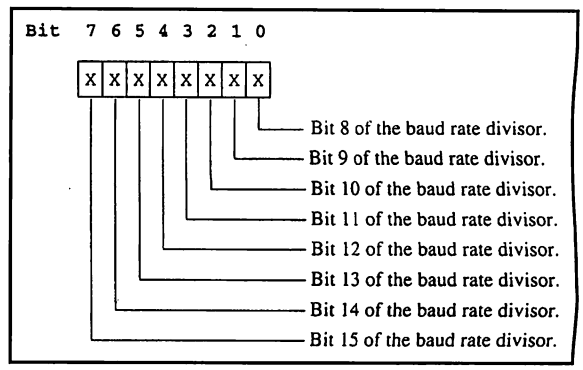

Fig. 14. Baud-Rate Divisor Register.
• ***Baud-Rate Divisor Latch Register.*** The high-order eight bits of the baud-rate divisor result are loaded into this register. The DLM shares 0x3F9, the IER, in the same way the DLL shares 0x3F8. This register is identical in the 8250 and 16550. Figure 14 describes this one.